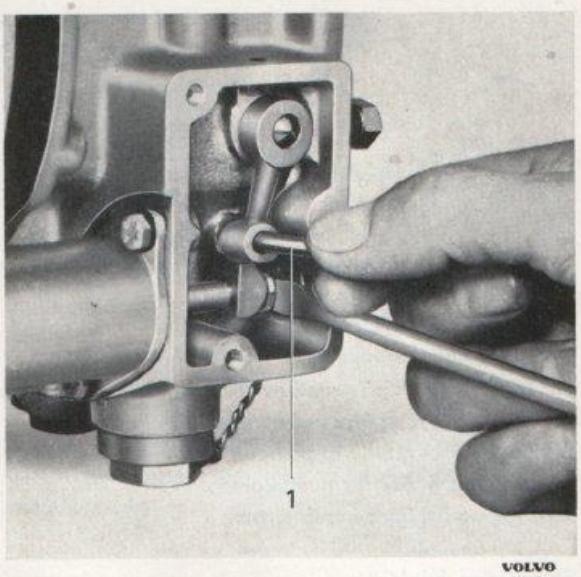

Bild 3-57. Inställning av manöverventil
9. Montera övriga delar i motsatt ordning mot demonteringen. Tryck in solenoidens ankare i botten och kontrollera att en pinne med 4,75 mm (3/16") diameter kan stickas genom hävarmens hål och in i huset, se bild 3-57.